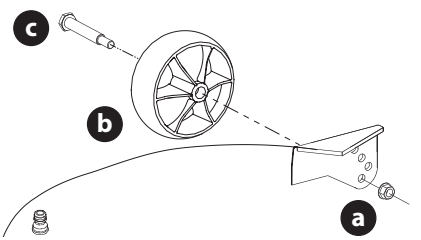

Fig. 11
6. Remove the lock nut (a), gauge wheel (b) and shoulder screw (c) from the deck (Fig. 11).